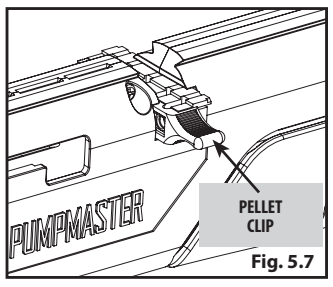

Fig. 5.7
7. Replace the pellet clip making sure to line up one of the pellet chambers with the barrel chamber (Fig. 5.7)